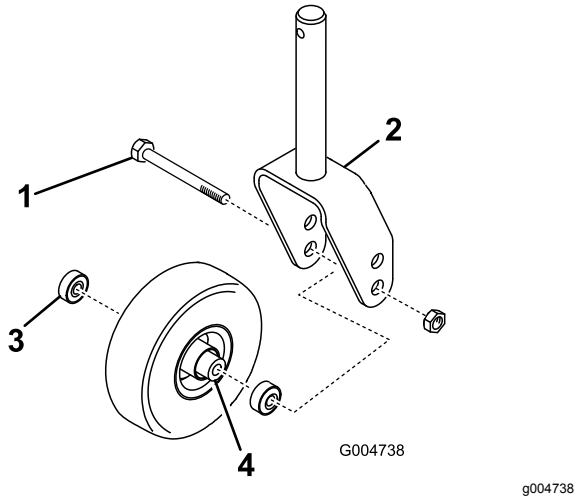
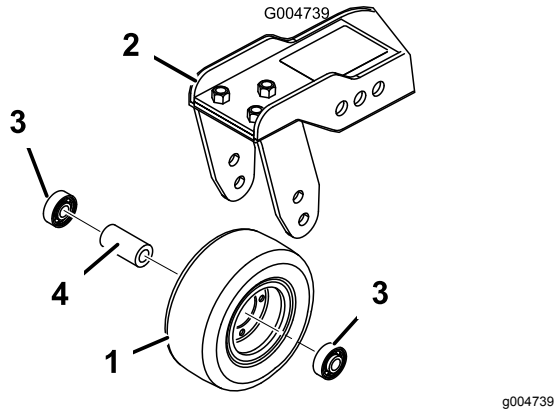

Figuur 107
Figuur 108
1. Verwijder de borgmoer van de bout waarmee het zwenkwiel is bevestigd in de zwenkwielvork (Figuur 107) of in de draaiarm van het zwenkwiel (Figuur 108).
2. Verwijder het lager uit de wielnaaf en laat het lager eruit vallen (Figuur 107 en Figuur 108).